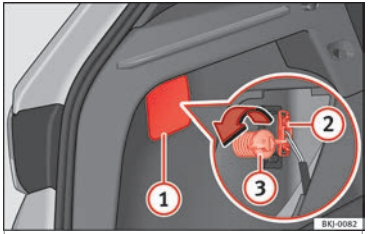
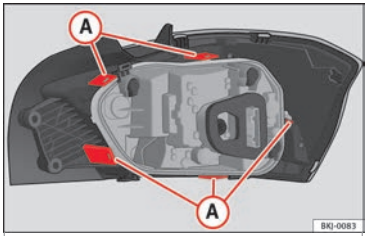

**Fig. 118** Luggage compartment: access to the bolt securing the tail light unit.
**Fig. 119** Retaining tabs on reverse side of tail light.
3. Remove the lid, levering the flat side of a screwdriver into the recess ››› **Fig. 118** (1).
4. Remove the bulb connector (2).
5. Unscrew the bolt securing the light (3) by hand or using a screwdriver.
7. Remove the bulb holder unlocking the retaining tabs ››› **Fig. 119** (A).